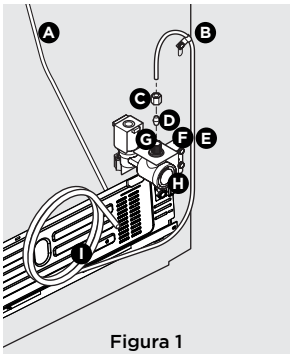

Figura 1
4. **Si utiliza tubos de cobre** - Deslice la tuerca de compresión metálica, seguida del casquillo (manguito), en la tubería de suministro de agua. Encaje la tubería de suministro de agua en el grifo (6,4 mm). Deslice el casquillo (manguito) en la toma del grifo y apriete la tuerca de compresión en el grifo de forma manual. Luego utilice una llave para darle otra media vuelta, pero SIN apretarla en exceso. Consulte la Figura 1.